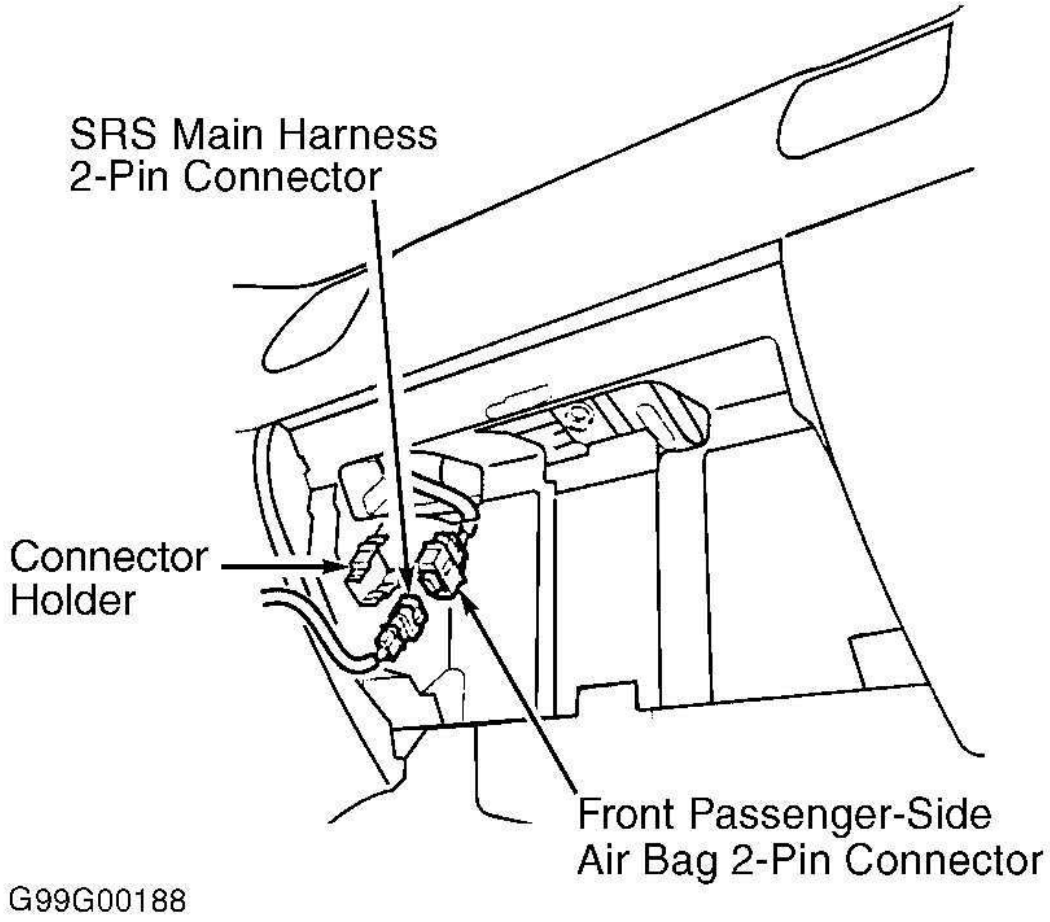
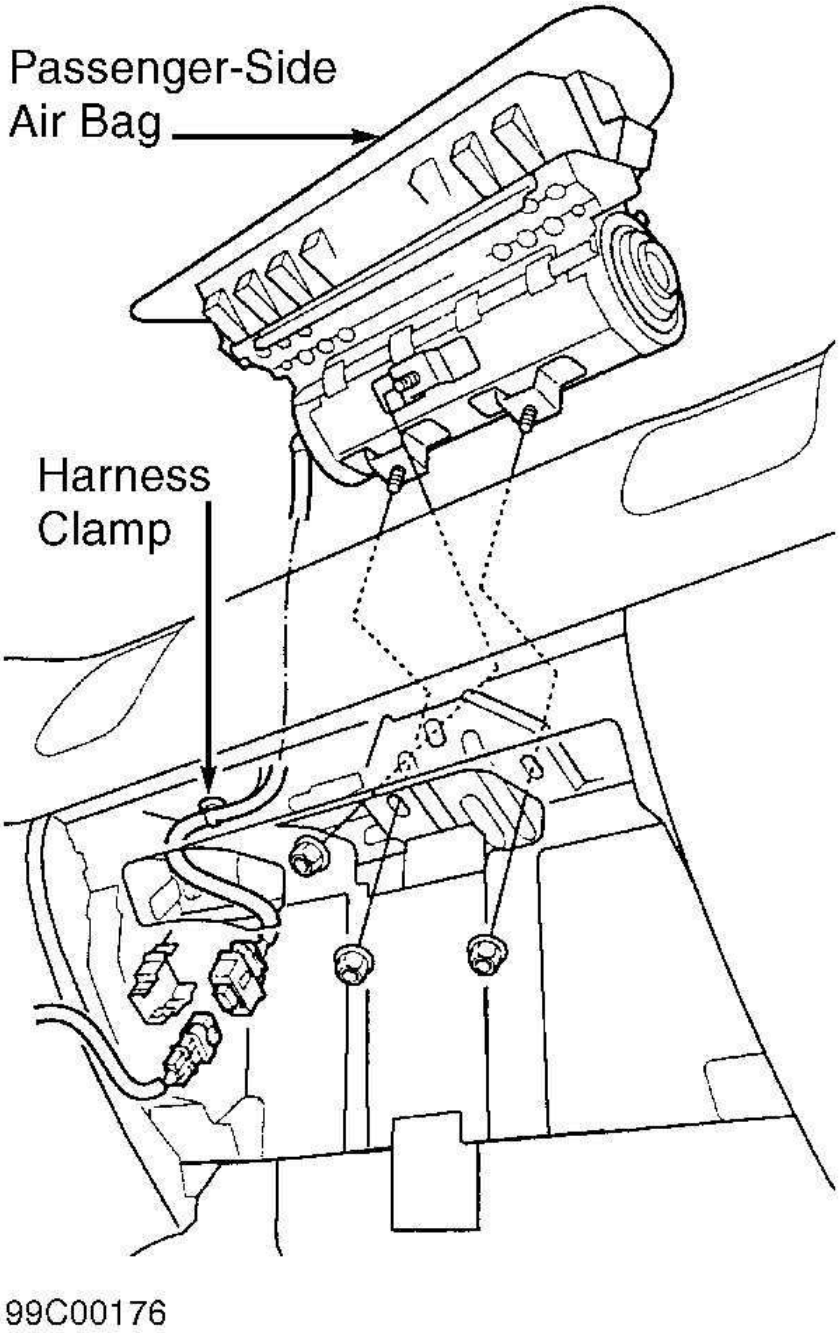

Fig. 11: Disconnecting Passenger-side Air Bag
Fig. 12: Removing Passenger-side Air Bag
1. Before proceeding, see **AIR BAG SAFETY PRECAUTIONS** . Disable air bag system. See **DISABLING SYSTEM** under DISABLING & ACTIVATING AIR BAG SYSTEM. Remove glove box. Remove 4-pin connector from holder, then disconnect air bag connector from SRS main harness connector. See **Fig. 11** . Remove harness clamp. Remove air bag mounting nuts from bracket. See **Fig. 12** . Cover air bag lid and instrument panel with cloth, and pry carefully with screwdriver to lift passenger-side air bag out of instrument panel.